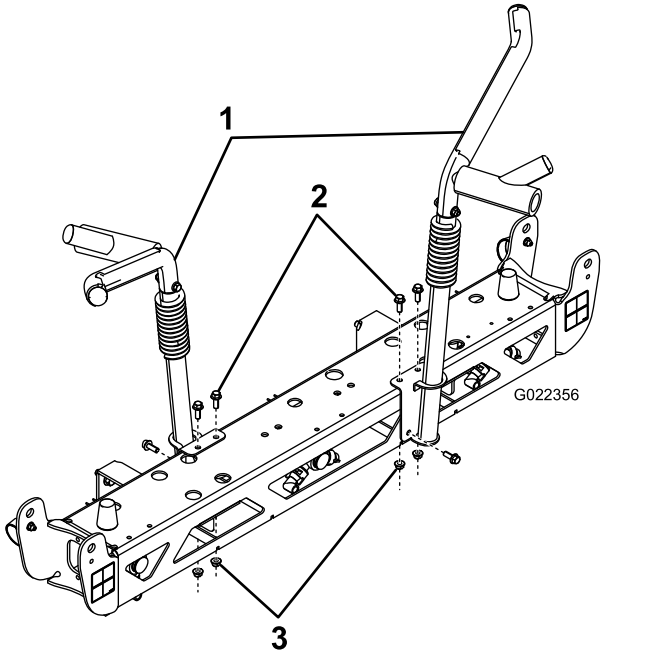

**Figur 20**
**Bemærk:** Ret dem ind som vist i Figur 20.